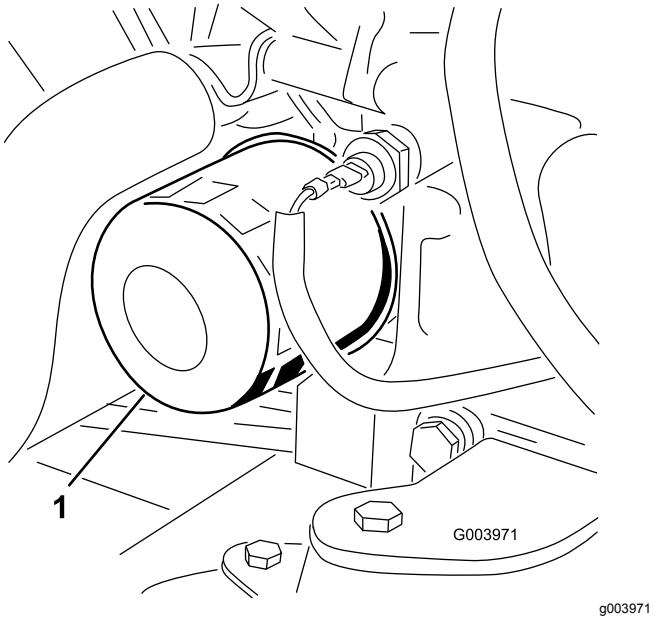

Figuur 51
3. Verwijder het oliefilter (Figuur 51).